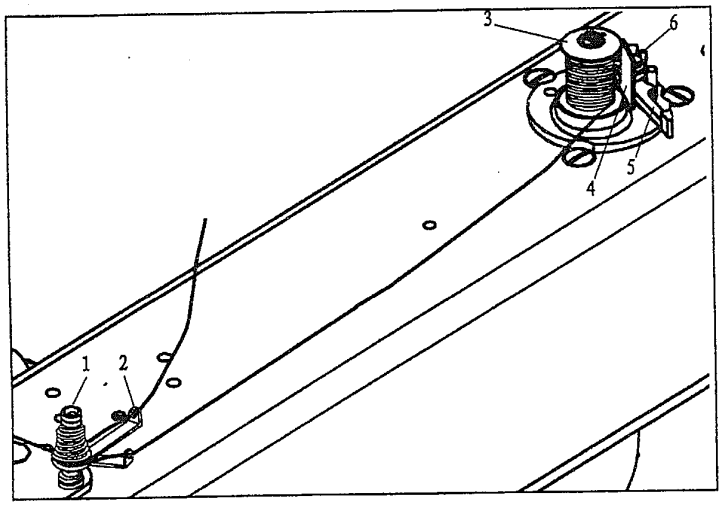

Fig.3
5、WINDING OF BOBBIN THREAD (Fig.3)
6、ADJUSTMENT OF THE BOBBIN WINDER (Fig.3)